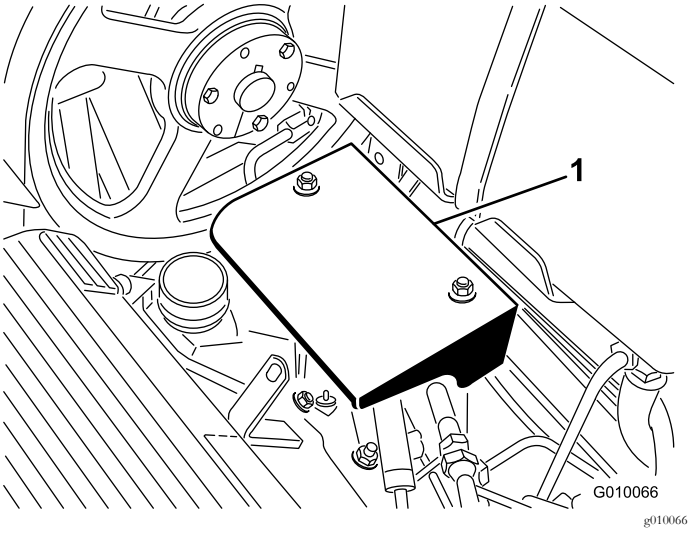

**Figur 56**
3. Fjern de to festemutterne på pumpeskyddet, og ta av skyddet (Figur 56).